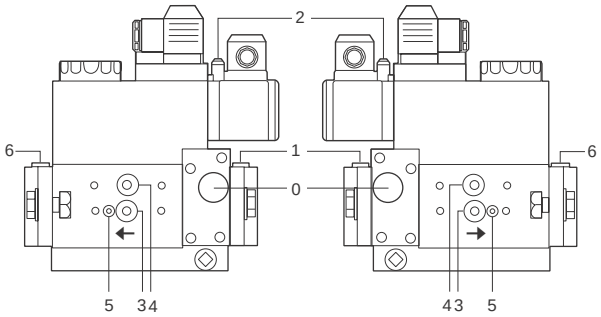

Fig. 12
- Limpie y controle de los filtros de las valvulas de gas (Fig. 12 y siguientes).